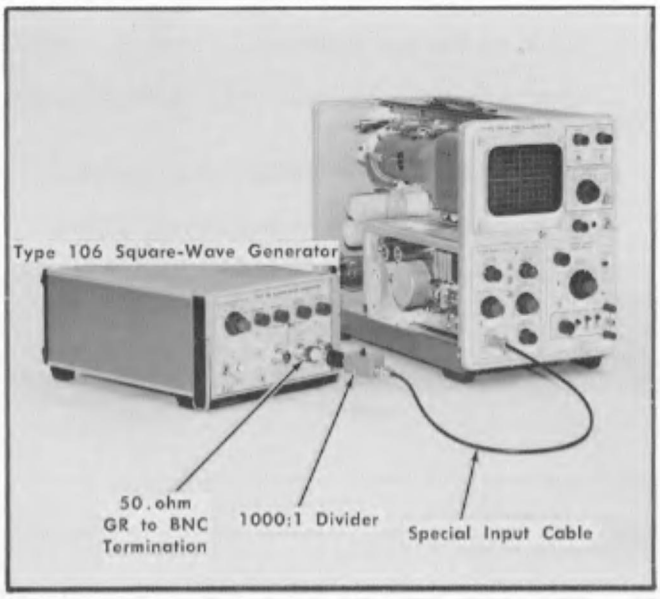

Fig. 6-20. Initial test equipment setup for steps 16 through 18.
a. Test equipment setup is shown in Fig. 6-20.